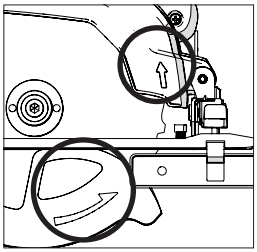

Rys. 6
- Należy upewnić się, że kierunek strzałek na tarczy zgadza się z kierunkiem strzałek na górnej i dolnej osłonie ostrza na urządzeniu. **(Rys. 6)**